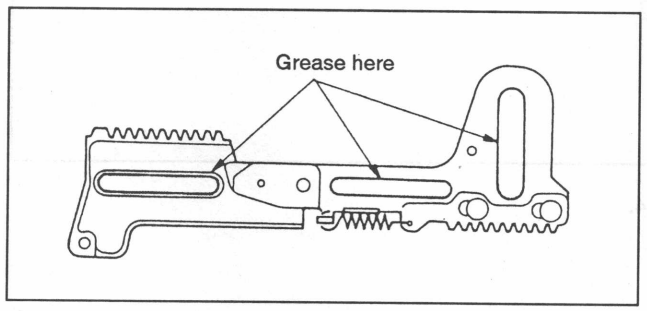

Fig. 7-32.
1) Grease. (See Fig. 7-32.)
2) Mount the tension regulator load arm assembly ❷ and fix the stopper washer ❻.
3) Mount the L slider assembly ❺ while pushing the RL arm assembly knob ❹ in the direction of arrow.
4) Insert the pin of the tension regulator load arm assembly ❷ into the groove of the M slider. (See 7-3-16. M Slider)
5) Mount the two stop washers ❸.